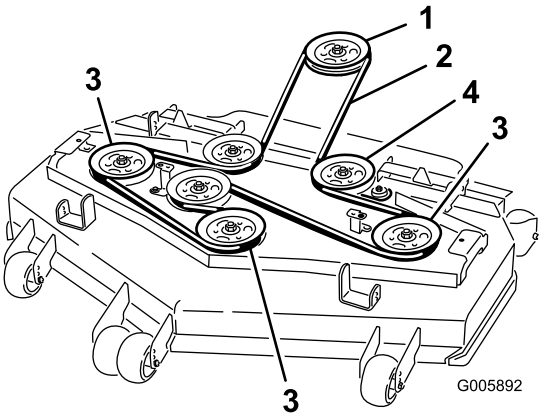

Figuur 63
8. Leg de nieuwe riem rond de poelies (Figuur 63).